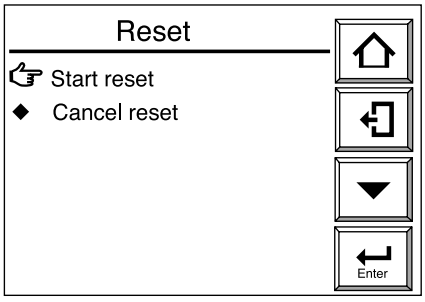

Figura 10.13 Display Reset
(1) Premere il tasto Configurazione nel display base per visualizzare il display Esecuzione/Configurazione.
(2) Scegliere Reset. Viene visualizzato il display Reset illustrato nella figura 10.13.
(3) Scegliere Start reset e quindi premere il tasto [Enter] per ripristinare l'apparecchio. L'apparecchio è quindi in condizione di riscaldamento.